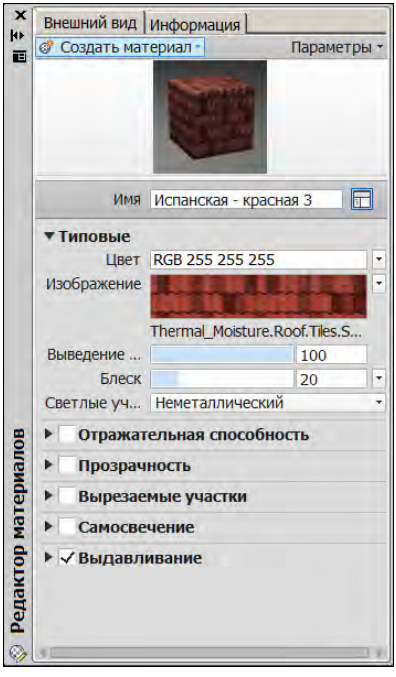

Рис. 11.25. Палитра **Редактор материалов**
В нижней части обозревателя материалов предусмотрена кнопка **Управление** (Manage) для управления библиотеками (создания, удаления, формирования категорий). Для вызова еще одного немодального окна (**Редактор материалов** (Materials Editor) (рис. 11.25)) достаточно выполнить двойной щелчок по пиктограмме любого материала.
В окне редактора материалов предусмотрено большое количество инструментов дополнительной настройки, которые располагаются на внутренних вкладках этого окна (на рис. 11.25 — **Типовые** (Generic), **Отражательная способность** (Reflectivity), **Прозрачность** (Transparency), **Вырезаемые участки** (Cutouts), **Самосвечение** (Self
- — вызов немодального окна редактора материалов (см. рис. 11.25) (команда МАТРЕДАКТОРОТКРЫТЬ (MATEDITOROPEN));